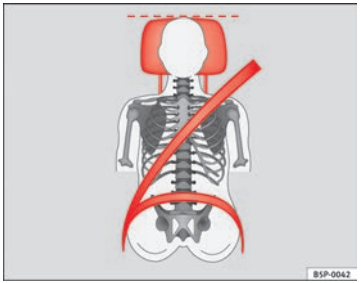
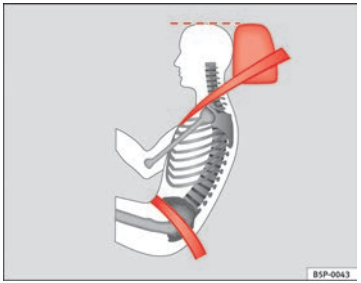

Fig. 3 Correctly adjusted head restraint viewed from the front
Fig. 4 Correctly adjusted head restraint viewed from the side
– Adjust the head restraint so that its upper edge is at the same level as the top of your head, or as close as possible to the same level as the top of your head and, at the very least, at eye level. ⇒ Fig. 3 and ⇒ Fig. 4.